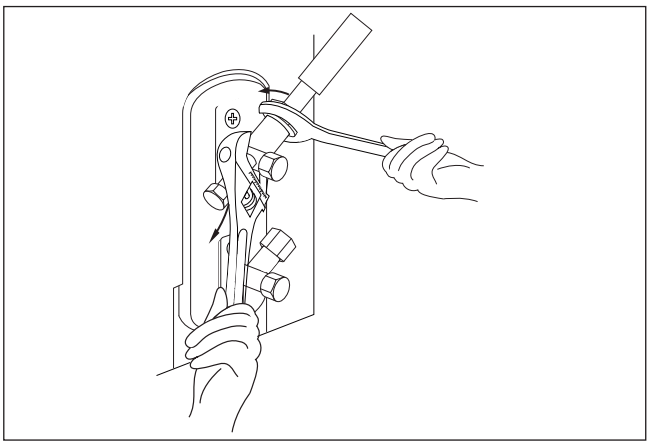

Рис. 39.
4. Захватить корпус клапана зажимным устройством. Не разрешается захватывать гайку, которая уплотняет сервисный клапан. (См. **рис. 39**.)